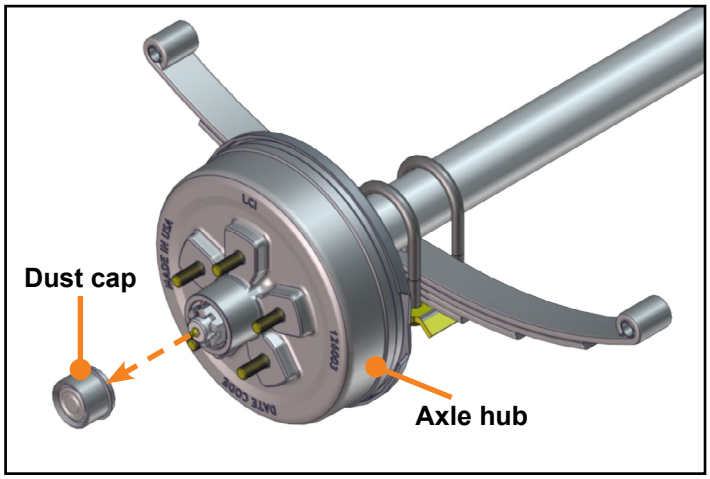

Fig.3
4. Remove the dust cap by prying the edge out of the hub with a screwdriver or prybar **(Fig. 3)**.